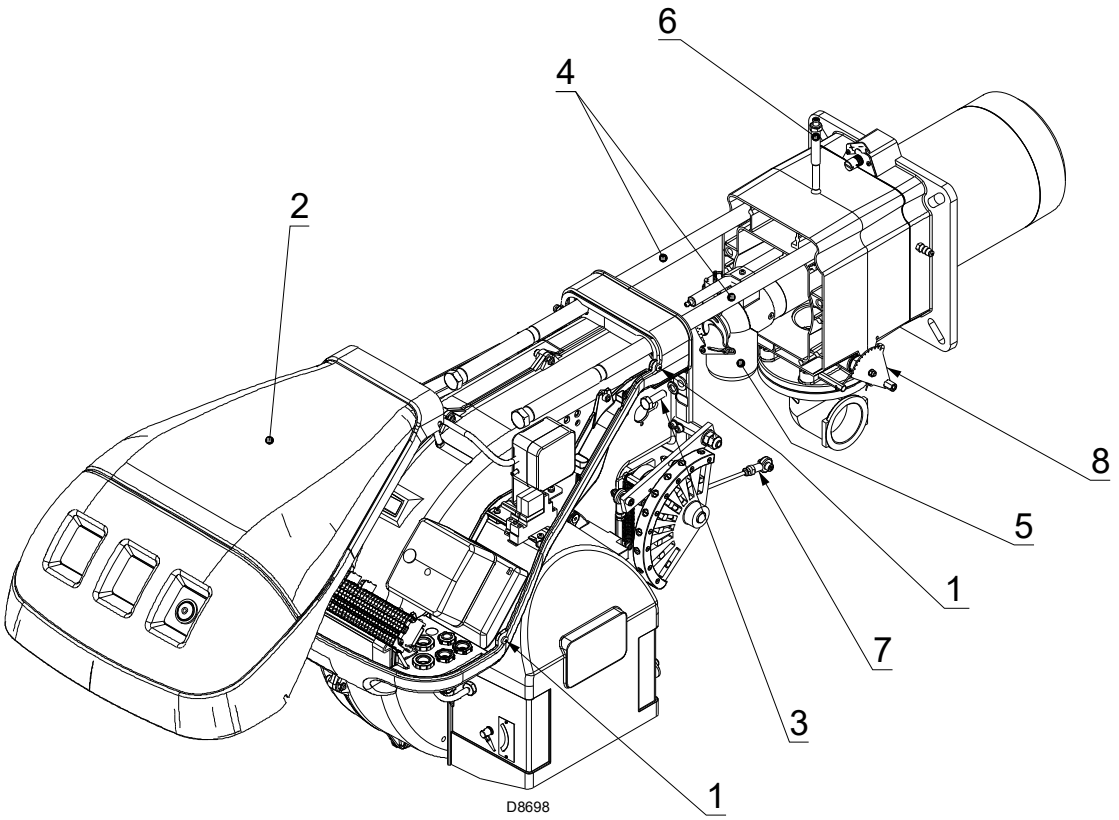

Fig. 39
- ➤ Desserrer les vis 1) et enlever le capot 2)(Fig. 39) ;
- ➤ décrocher la rotule 7) du secteur gradué 8)(Fig. 39);
On peut alors extraire le distributeur de gaz 5) après en avoir retiré la vis 6) (Fig. 39).
- ➤ remettre les vis 3)(Fig. 39) et tirer délicatement vers l'extérieur les câbles de sonde et d'électrode, jusqu'à les mettre légèrement sous tension;
- ➤ raccrocher la rotule 7) au secteur gradué 8)(Fig. 39) ;
- ➤ démonter les deux rallonges des glissières 4)(Fig. 39).